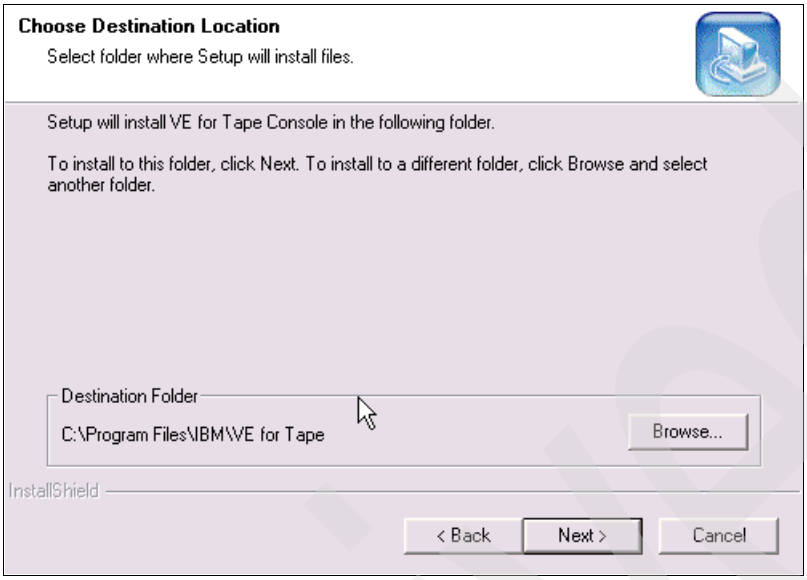

Figure 4-4 VE Console installation wizard panel indicating file destination
3. In the Choose Destination Location panel of the installation wizard (Figure 4-4), you can change the installation folder if you want. By default, the VE Console is installed in the C:\Program Files\IBM\VE for Tape folder. Click **Next**.